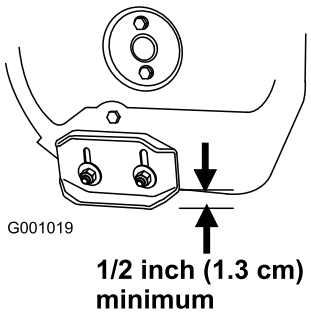

Figur 35
2. Løsne de fire mutrene som holder begge støtteplatene til spiralbladets sider, helt til støtteplatene lett kan skyves opp og ned (Figur 35).